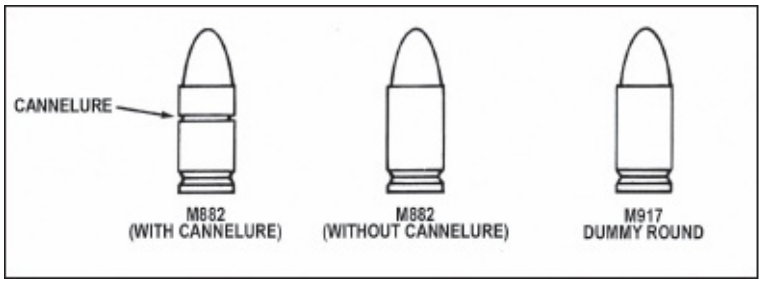

Figure 1-5. Ammunition.
a. **Type and Characteristics.** The specific type ammunition (Figure 1-5) and its characteristics are as follows:
(1) Cartridge, 9-mm ball, M882 with/without cannelure.
(2) Cartridge, 9-mm dummy, M917.